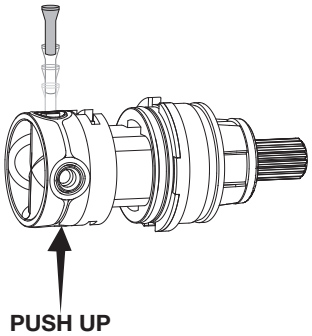

Figure 3.
- Remove venturi tube by pushing it out. As shown in **FIGURE 3.**